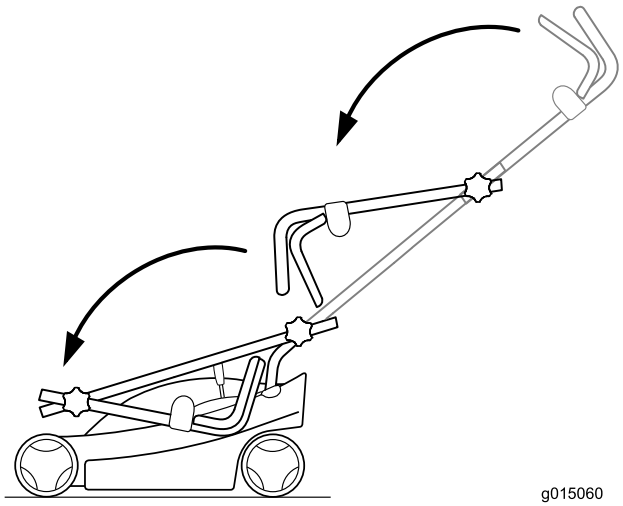
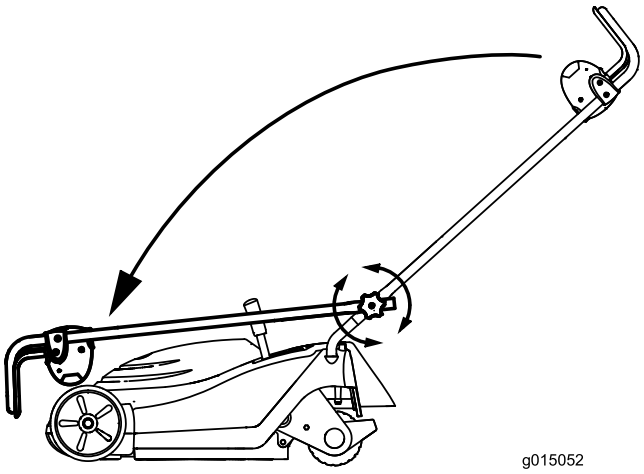

Figuur 19
Figuur 20
3. Klap de handgreep in zoals afgebeeld op Figuur 19 of Figuur 20, afhankelijk van het model.